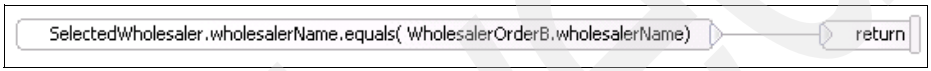

Figure 12-18 The Order From B visual snippet
c. Make the visual snippet look like the one shown in Figure 12-18.